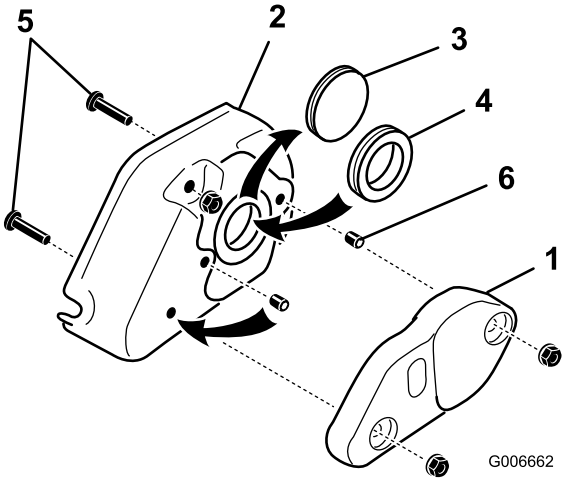

Figura 28
31. Retire as (2) porcas flangeadas de 5/16 polegadas que fixam o peso do rastelo à cobertura da mesma e retire o peso (Figura 28).
6. Parafuso de afinação (2)
32. Retire o olhal sólido da cobertura e substitua-o pelo anel do olhal de borracha (Figura 28).
33. Retire os (2) parafusos de 5/16 x 1-1/4 roscados na cobertura (Figura 28).
34. Retire o parafuso de afinação do orifício central, na cobertura do rastelo (Figura 28). Instale este parafuso de afinação, bem como o parafuso de afinação incluído no kit, nos orifícios previamente usados para os parafusos de montagem da cobertura. Antes da instalação, aplique Loctite nos parafusos de afinação. Certifique-se de que os parafusos de afinação estão alinhados com a cobertura.